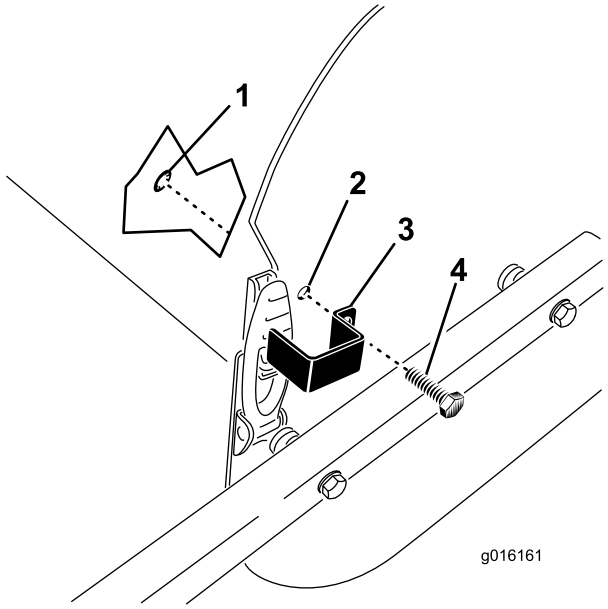

**Figur 31**
1. Placera låsplattan över motorhuvsspärren och passa in monteringshålet med hålet i sidoplåten (Figur 31).
2. Säkra låsplattan vid sidoplåten med en skallskruv och en fästring (Figur 31).